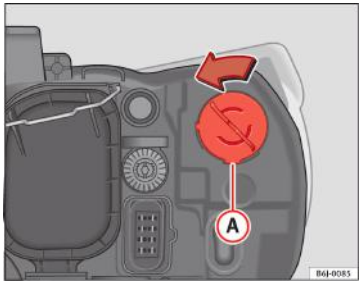

Fig. 155 Lămpi de semnalizare a schimbării direcției
– Rotiți soclul lămpii ⇒ fig. 155 Ⓐ în sens antiorar şi trageți-l în afară.